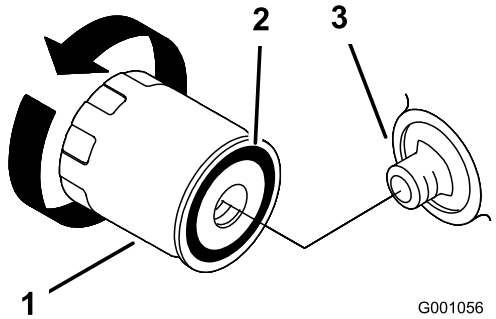

Figuur 25
2. Verwijder het oude filter en veeg de pakking van de filtertussenstuk (Figuur 25) schoon.
3. Smeer een dun laagje schone olie op de rubberen pakking van het nieuwe filter (Figuur 25).
4. Plaats het nieuwe filter op het filtertussenstuk, draai het oliefilter rechtsom totdat de rubberen pakking contact maakt met het filtertussenstuk. Draai het filter vervolgens nog een extra 2/3 tot 1 slag vast (Figuur 25).